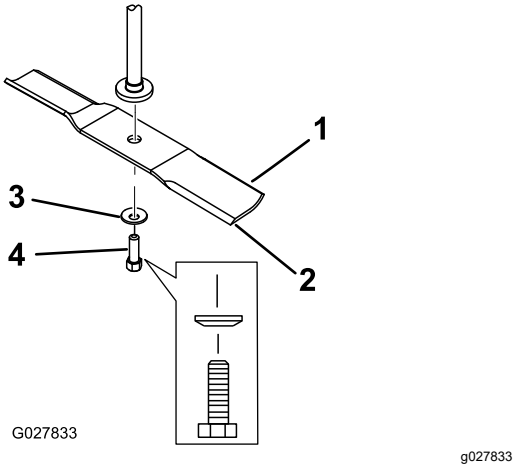

Figur 63
2. Fjern knivbolten, bueskiven og kniven fra spindelakselen (Figur 63).
1. Monter kniven på spindelakselen (Figur 63).
2. Monter bueskiven (den hule siden skal vende mot kniven) og knivbolten (Figur 63).